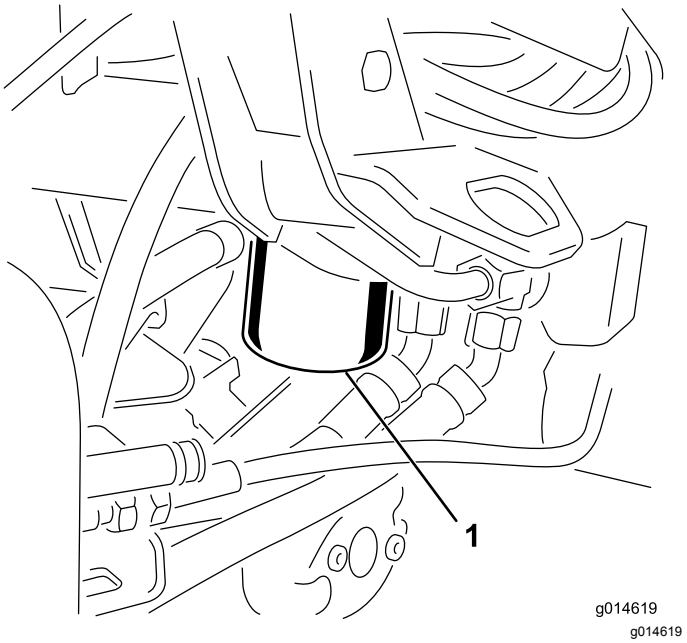

Rysunek 47
1. Wyczyścić obszar wokół mocowania filtra (Rysunek 47). Umieścić miskę pod filtrem i usunąć filtr.